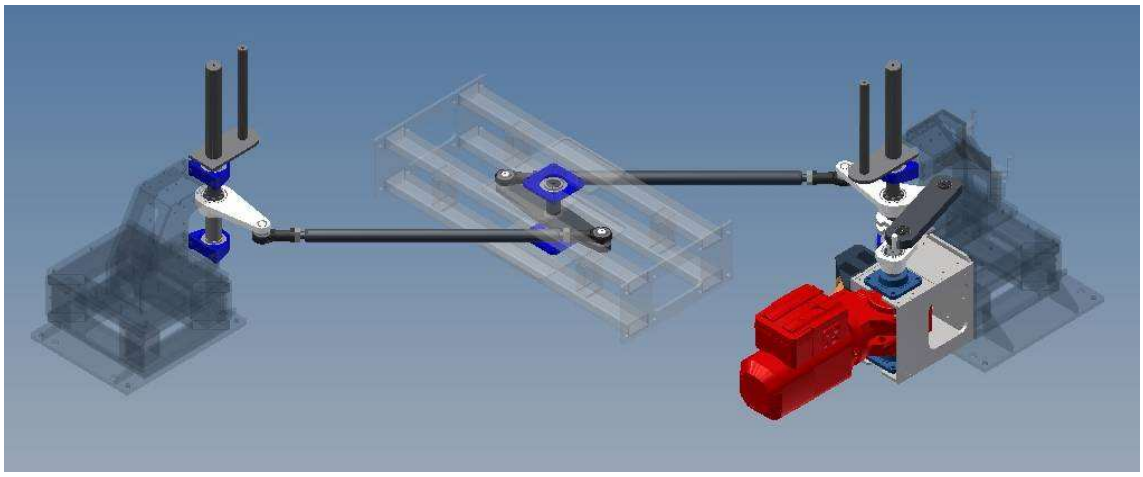

Figura 85: meccanismo di rotazione.
- un dispositivo di posizionamento (v. Figura 85), composto da un motoriduttore di adeguata potenza, dalla sua struttura portante e da alcune bielle e tiranti adeguati, posizionati in modo da collegare tra di loro i due deviatori a nastro ed il modulo intermedio dedicato.